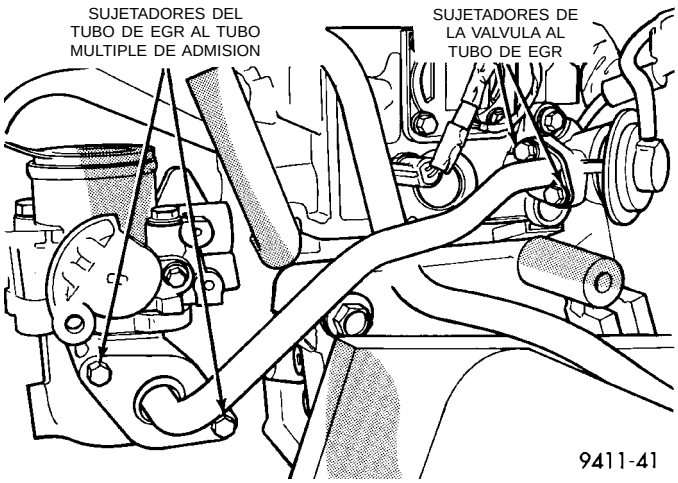

Fig. 17 Conjunto del tubo de EGR
(16) Retire los sujetadores del soporte de la transmisión al cuerpo de mariposa y afloje y libere el sujetador en el extremo de la transmisión.
(17) Retire el cuerpo de mariposa.
(18) Retire los pernos del tubo de EGR en la válvula y el múltiple de admisión (Fig. 17). Retire el tubo del motor.